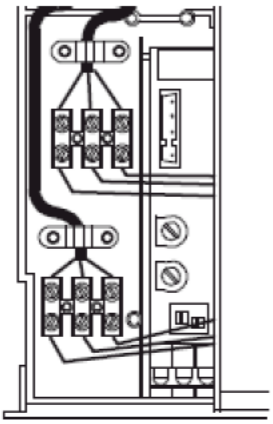

рис. 5.26
Кабель и провода электропитания котла и комнатного термостата должны проходить указанным образом и быть закреплены как на рис. 5.26 и выведены наружу из котла через два отверстия (I).
• Подсоедините к разъёмам (E1) и (E2) клеммной панели два провода как показано на рис. 5.26 .